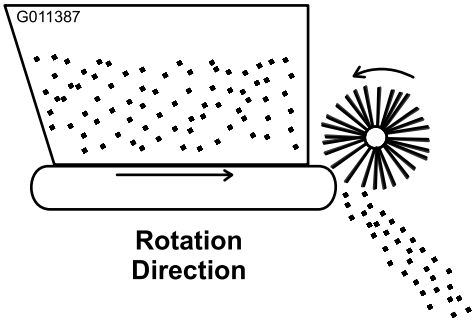

Figuur 18
4. Start de motor van het voertuig en test de draaiing van de transporteur en de borstel. Beweeg de hydraulische afstandbedieningshendel van de Workman naar de stand 'draaien'. De draaiing moet eruitzien als op Figuur 18. Als de onderdelen in de tegenovergestelde richting draaien, dienen de snelkoppelaars te worden omgedraaid.